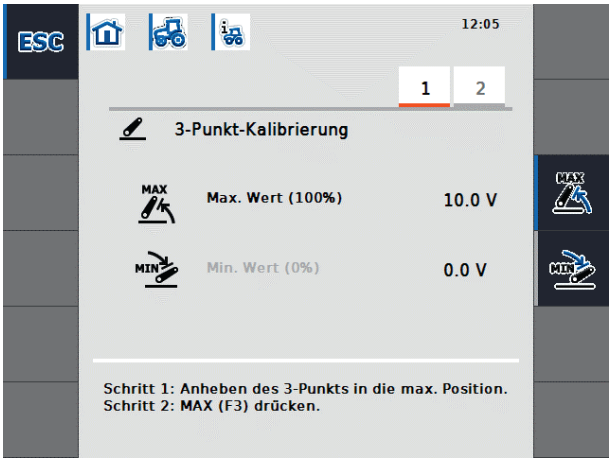

Abbildung 8-23: 3-Punkt-Kalibrierung – Maximaler Wert
- Heben Sie das 3-Punkt-Gestänge in die maximale Position und drücken Sie die Funktionstaste F3 „MAX“ (vgl. Abbildung 8-23).